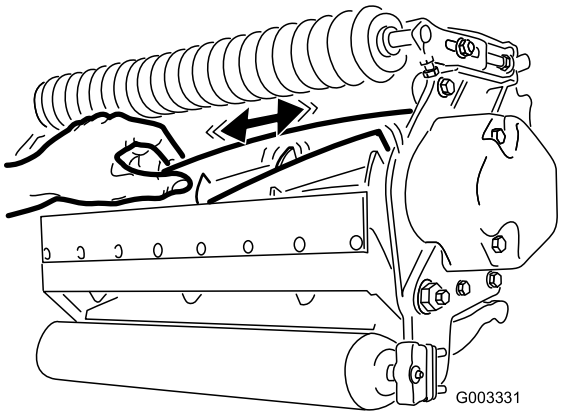

Bild 24
2. Halten Sie das Spindelmesser mit einem dicken Handrad oder einem Lappen fest und versuchen Sie, die Spindel von einer Seite zur anderen zu bewegen (Bild 24).